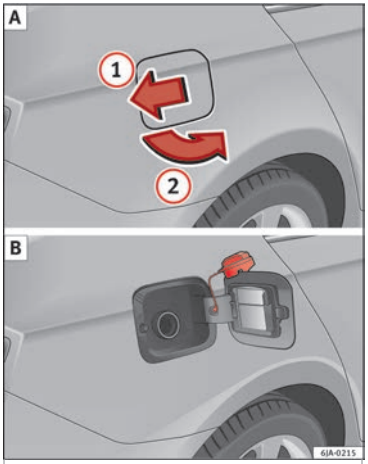

Fig. 202 Vehicle as seen from the rear right: fuel tank flap/fuel tank flap with tank unscrewed cap attached.
The correct type of fuel for your vehicle is indicated on a sticker on the inside of the fuel tank flap, along with the tyre size and pressure ››› **Fig. 202** B.
– Press the flap in the direction of the arrow (1) ››› **Fig. 202**.
– Open the cover in the direction indicated by the arrow (2).
– Unscrew the tank cap anti-clockwise and place it on top of the tank flap ››› **Fig. 202** B.
– Once the vehicle has been unlocked using the central locking button, press the fuel flap in the direction of the arrow (1) ››› Fig. 202.
– Unscrew the tank cap anti-clockwise and place it on top of the tank flap ››› Fig. 202 B.